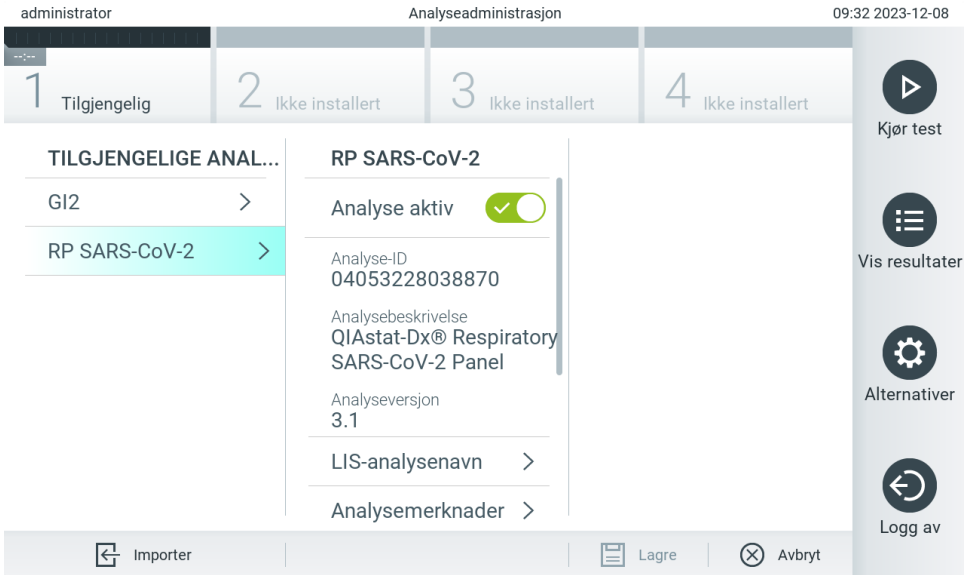

Figur 59. Aktivere analysen.
7. Analysen blir aktiv ved å velge Assay Active (Analyse aktiv) (figur 59).